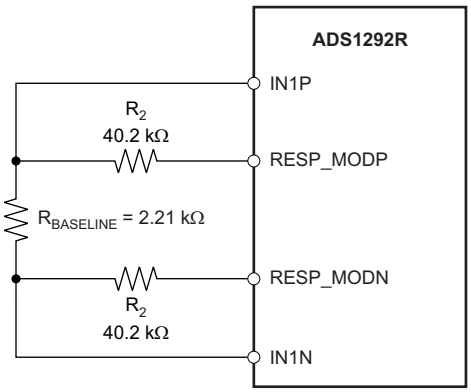
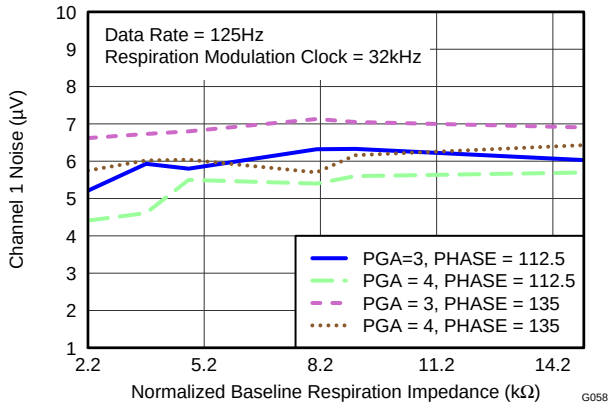
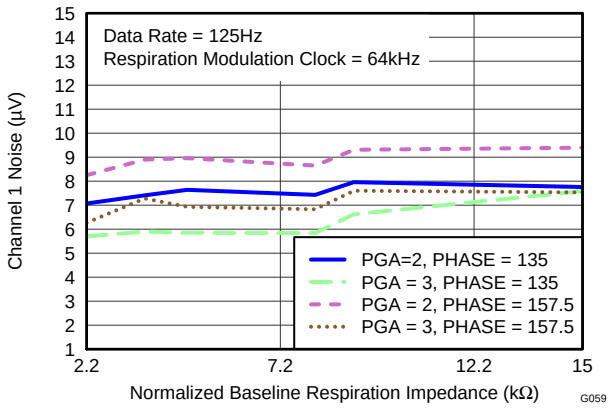

Figure 57. Respiration Noise Test Circuit
Figure 58. Channel 1 Noise versus Impedance for 32-kHz Modulation Clock and Phase (BW = 32 Hz, Respiration Modulation Clock = 32 kHz)
Figure 59. Channel 1 Noise versus Impedance for 64-kHz Modulation Clock and Phase (BW = 32 Hz, Respiration Modulation Clock = 64 kHz)
Figure 57 shows a respiration test circuit. Figure 58 and Figure 59 plot noise on channel 1 for the ADS1292R as baseline impedance, gain, and phase are swept. The x-axis is the baseline impedance, normalized to a 30-µA modulation current (as shown in Equation 11).
Referring to Figure 58 and Figure 59, it can be noted that gain = 4 and phase = 112.5° yield the best performance at 4.6 μV_{PP}. Low-pass filtering this signal with a high-order 2-Hz cutoff can reduce the noise to less than 1200 nV_{PP}. The impedance resolution is 1200 nV_{PP}/30 µA = 40 mΩ.
- Updated Figure 58 and Figure 59 58